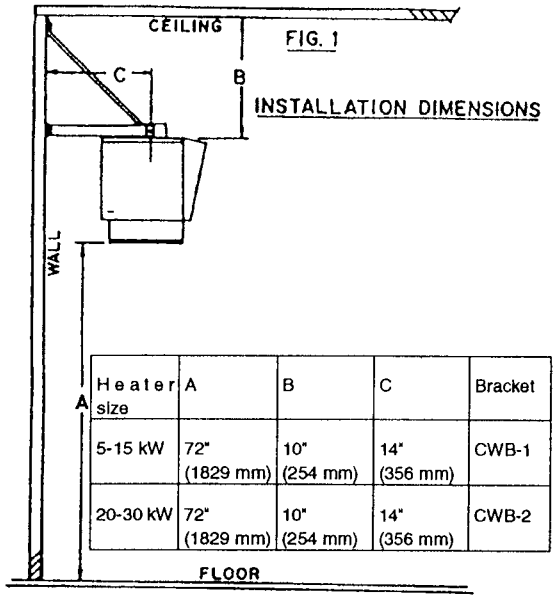

FIG. 1
2. The mounting brackets will provide at least the minimum clearances of heaters from walls and ceiling, as shown in Fig. 1.